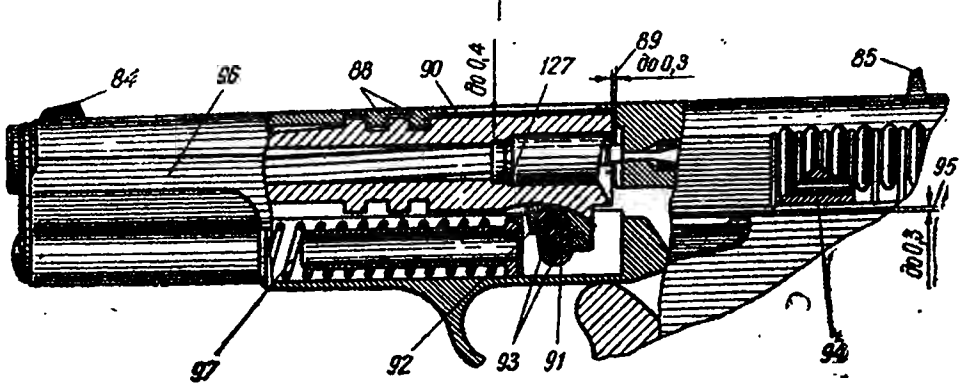

Рис. 31
Затруднительное прицеливание Определить при наводке пистолета в цель. Причины затруднительного прицеливания: 1. Забитость вершины мушки (*84* на рис. 31). Осмотреть мушку, не имеет ли она забоин, нарушающих ее форму. Уменьшение высоты мушки не допускается.	Осторожно зачистить подъем металла плоским надфилем и зачернить. Если после этого бой пистолета будет высоким, то подобрать и поставить повышенный целик.
2. Осветление вершины мушки и целика (*84* и *85* на рис. 31). Осветление вершины мушки и прорези на целике не допускается.	Зачернить мушку и целик (карта 4).
3. Износ кольцевых проточек и выступов на стволе и затворе (*88* на рис. 31). Осмотреть кольцевые выступы и проточки на стволе и затворе и проверить, не увеличился ли зазор между задним обрезом ствола и венчиком чашечки затвора. Для проверки указанного зазора надо разобрать пистолет, вложить в кожух затвора ствол и поставить на место направляющую втулку. Взять затвор в левую руку нижней частью кверху, давлением пальцами руки подать ствол в глубь кожуха и вперед (к втулке) так, чтобы его кольцевые выступы плотно вошли в кольцевые проточки кожуха, после этого щупом измерить величину зазора (*89* на рис. 31).	Поставить повышенный целик, если пистолет имеет низкий бой и при этом зазор между задним срезом ствола и венчиком чашечки затвора не превышает 0,3 *мм*. При наличии зазора более 0,3 *мм* заменить пистолет.
Зазор между стволом и затвором в окне должен быть не более 0,4 *мм* (*90* на рис. 31).
а) Износ оси затворной задержки (*91* на рис. 31), оси серги (*92* на рис. 31) и стенок отверстий в серьге (*93* на рис. 31).
б) Износ пазов и ребер затвора и рамки (*94* на рис. 31), вызывающий шатание затвора на рамке.
Осмотреть и проверить соединение затвора с рамкой. Зазор между нижними краями затвора и нижней плоскостью паза рамки должен быть не более 0,3 *мм* (*95* на рис. 31).	Если пазы и ребра затвора и рамки настолько изношены, что зазор между нижними краями затвора и нижней плоскостью паза рамки превышает 0,3 *мм*, заменить пистолет.
1. Изгиб затвора (*96* на рис. 31).
2. Изгиб витков возвратной пружины (*97* на рис. 31). Осмотреть возвратную пружину. Возвратная пружина не должна иметь резкого изгиба, при котором витки ее во время движения затвора назад не могут размещаться на направляющем стержне. Незначительное искривление пружины допускается.	Заменить пружину, если отдельные ее витки резко смещены в сторону и не дают затвору полностью отойти назад. Если изгиб пружины затрудняет движение затвора, но допускает сжатие витков на направляющем стержне, — выправить пружину (карта 21).
1. Осадка или поломка возвратной пружины (*97* на рис. 31). Проверить число витков возвратной пружины. Проверить, насколько энергично ее действие. Возвратная пружина должна работать энергично и иметь 33 рабочих витка.	Осевшую и укороченную возвратную пружину заменить новой.
4. Забоины на кольцевых выступах и проточках ствола и затвора (*88* на рис. 31). Осмотреть кольцевые выступы и проточки ствола и затвора, нет ли	Осторожно подчистить выступающий металл от забоин: на
Трещины в затворе (*96* на рис. 31) Трещины в затворе не допускаются.	Заменить пистолет.
Раздутие затвора (*96* на рис. 31) Проверить на-глаз и при помощи линейки прямизну и параллельность стенок затвора.	Заменить пистолет.
3. Износ пазов и ребер затвора и рамки (*94* на рис. 31) (см. стр. 30, «Отклонение средней точки попадания», п. 4, неисправность «б»).